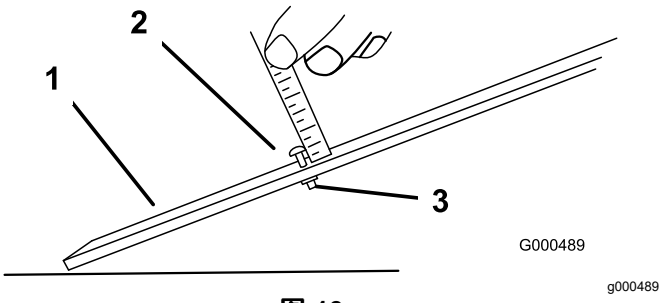

图 13
1. 松开调刀尺上的螺母并将调节螺丝设定为所需的剪草高度图 13。